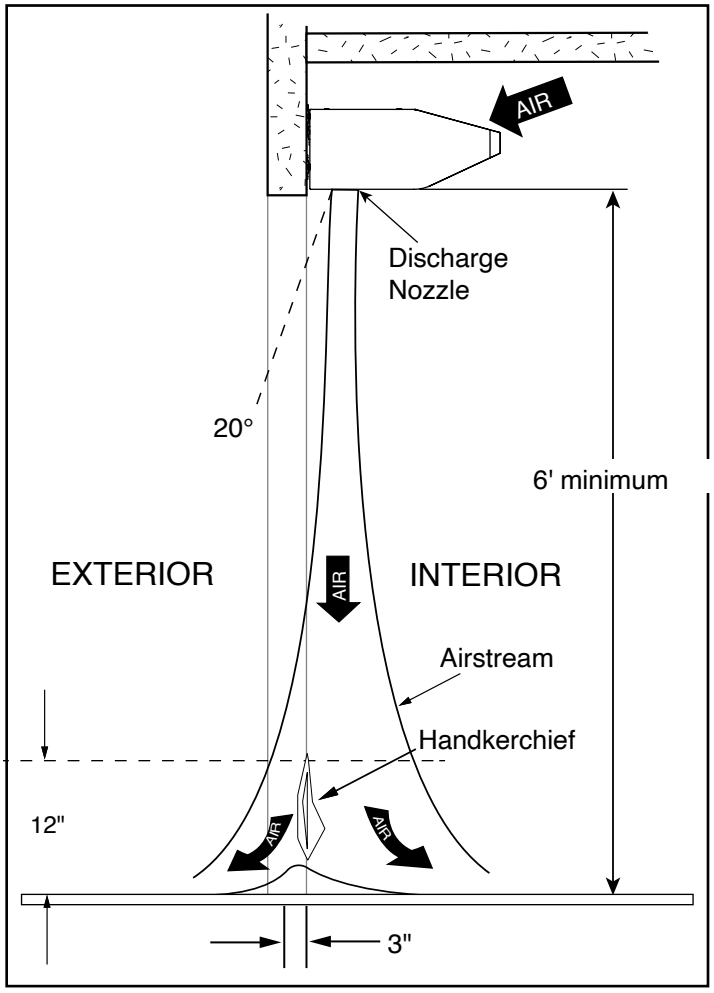

Figure 9 - Air Stream Adjustment
2. Find the air stream split location. Hold a handkerchief by its corners, approximately 12" above the floor. Gently move the handkerchief back and forth in the doorway. Make sure the air is being directed to both the inside and the outside. ***See Figure 9.*** The split location is indicated where the handkerchief is vertical with minimal or no fluttering.